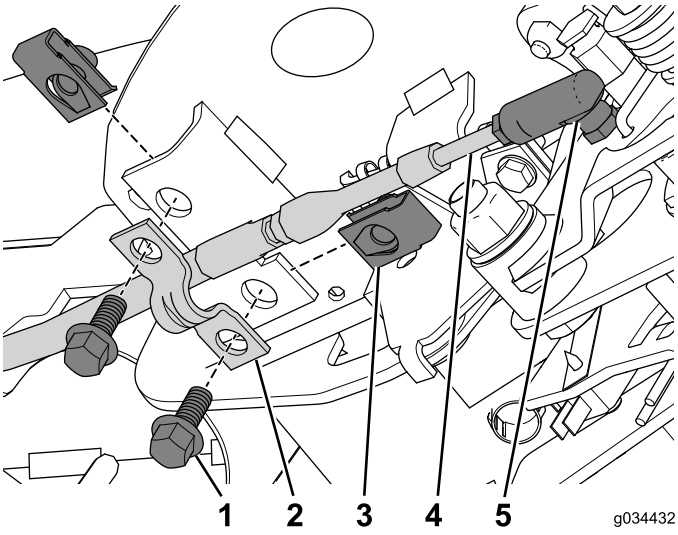

Figur 25
3. Anslut neutrallåsvajern till kabelkontakten (Figur 25).
4. Montera fästmuttern på konsolenheten (Figur 25).
5. Använd de två skruvarna (1/4 x 5/8 tum) för att fästa vajern med kabelklämman vid konsolenheten (Figur 25).